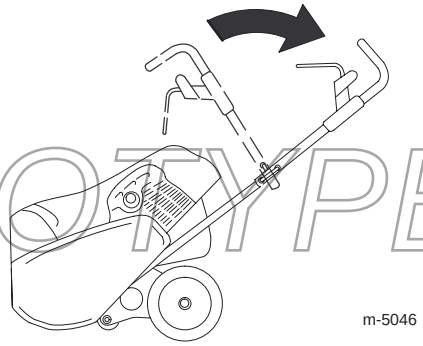

Figur 4
3. Sett på det øvre håndtaket som vist i figur 4.